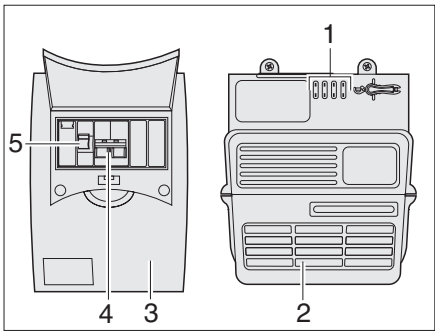

Fig. 84 Power pack and automatic circuit breaker
The power pack (Fig. 84,3) is mounted next to the 240 V automatic circuit breaker (Fig. 84,2).
A main switch (Fig. 84,5) and a residual current circuit-breaker (Fig. 84,4) are integrated in the power pack. The automatic circuit breaker contains several fuses (Fig. 84,1).
The residual current circuit-breaker (Fig. 84,4) measures the current flow of the current deed and return lines. If the two lines are equivalent, the residual-current circuit-breaker does not become active. If there is a difference between the lines the breaker interrupts the current flow immediately. This prevents dangerous electrical accidents.
■ Switch the main switch (Fig. 84,5) downwards to the "ON" position.